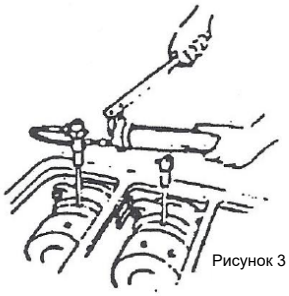

Рисунок 3
3. Когда обычная набивка начинает изнашиваться и происходит утечка, герметичность можно восстановить, не прекращая работу, введя полужидкую набивку в сальниковую коробку с помощью смазочного шприца с большим проходным сечением. (Рис. 3).